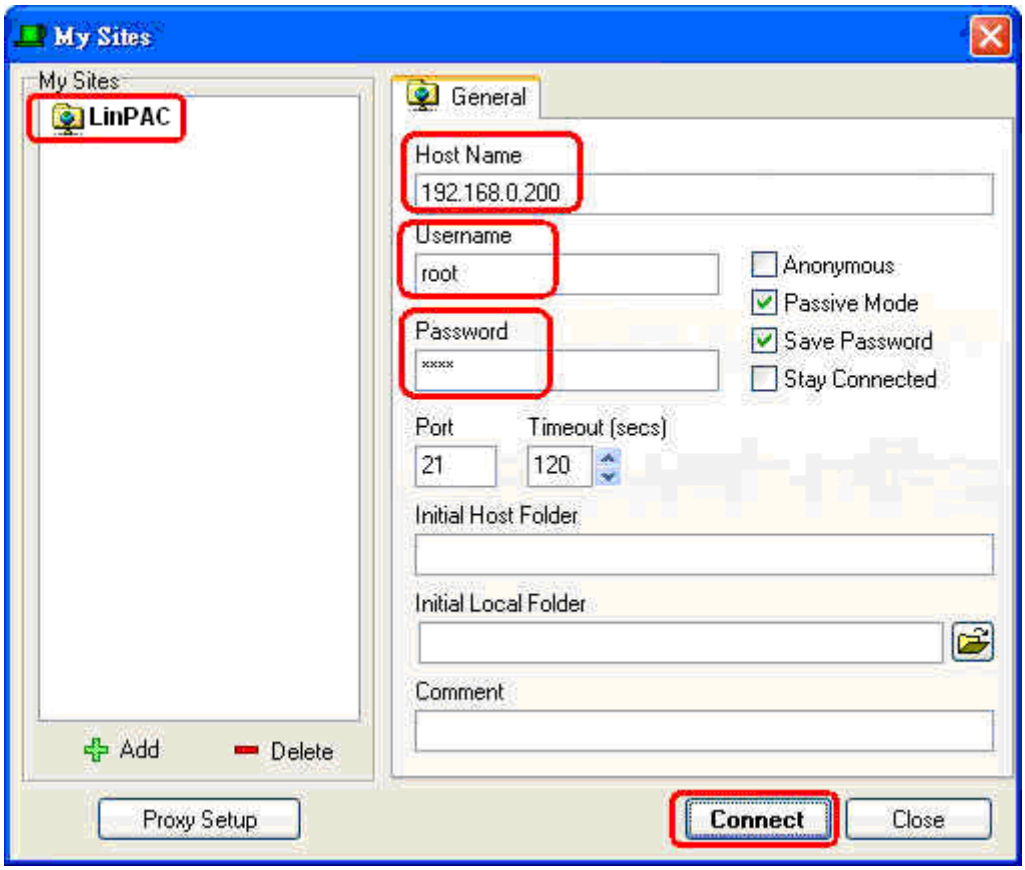

Fig.2-1
(1) Open a FTP Software and add a ftp site of the LinPAC-8000. The **User_Name** and **Password** default value is **“ root ”**. (refer to Fig.2-1).